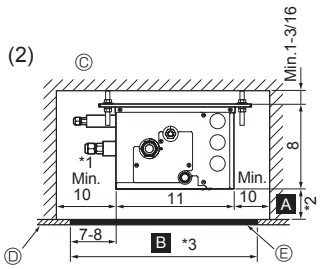
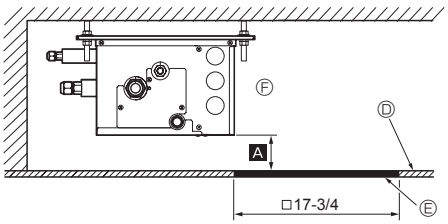

Fig. 4-5
Fig. 4-6
(2) Vue de profil (Fig. 4-5, Fig. 4-6)
Si la valeur est □ 17-3/4 pouce (450 mm) préparer un orifice d'entretien du côté de la carte de circuit intégré (comme illustré à la Fig. 4-6) et la distance A doit correspondre à 11-13/16 pouce (300 mm) minimum.